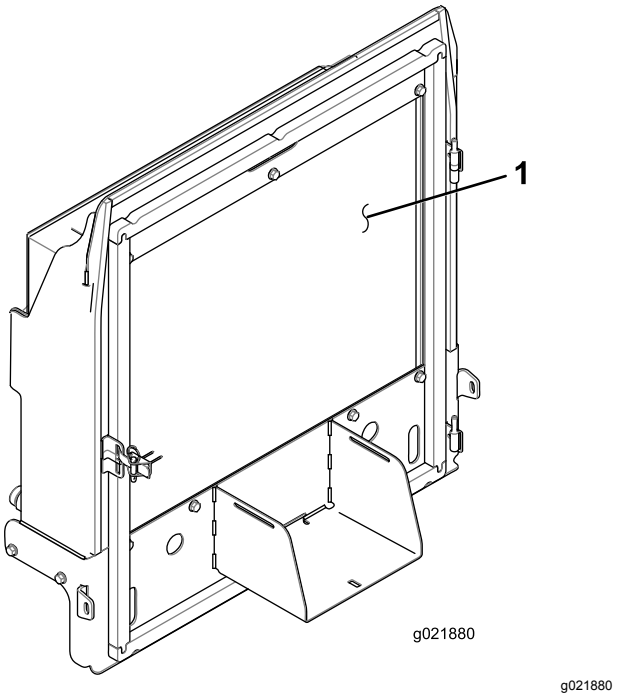

Figur 85
4. Rengør begge sider af køleren/oliekøleren grundigt med trykluft (Figur 85).